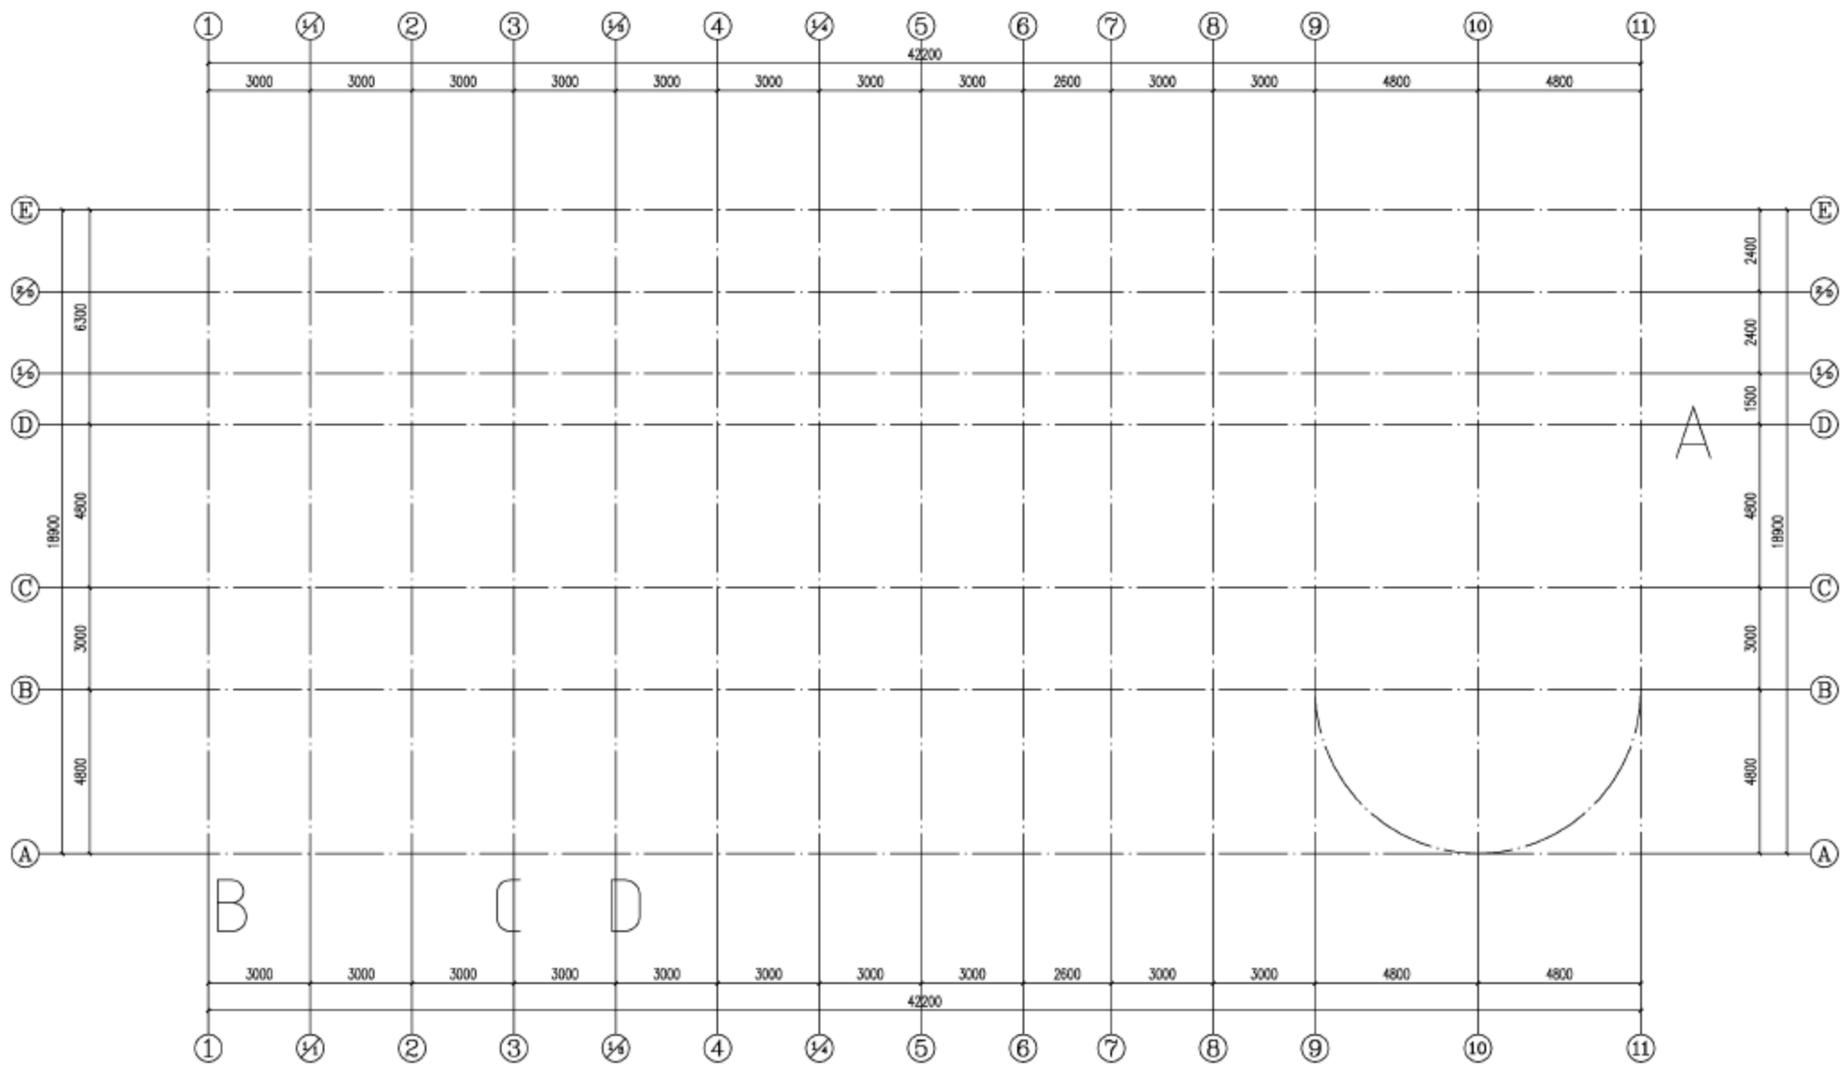

图 17-11　添加轴线
（1）单击菜单中的“轴网柱子”→“添加轴线”命令，按照命令行提示选择轴线Ⓐ，向上偏移 1500 生成Ⓓ/①轴，向上偏移 3900 生成Ⓓ/②轴；选择轴线①，向右偏移 3000 生成①/①轴；选择轴线③，向右偏移 3000 生成①/③轴；选择轴线④，向右偏移 3000 生成①/④轴。此时轴线如图 17-11 所示。